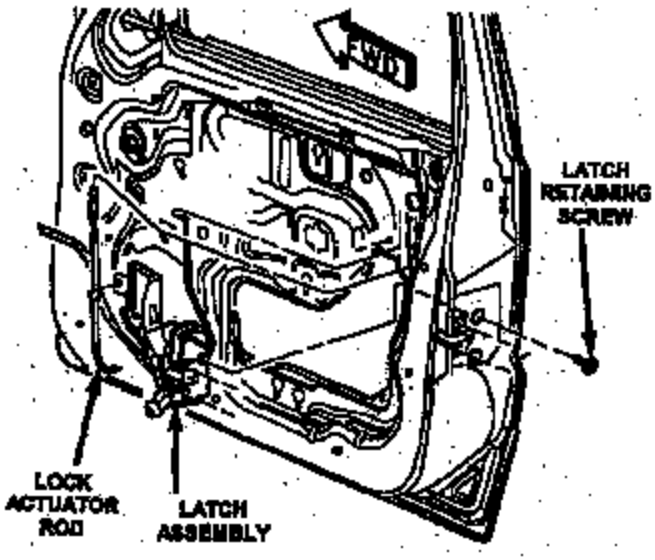

Figure 1
f. Remove the latch retaining screws and remove the latch assembly from the door (Figure 1).